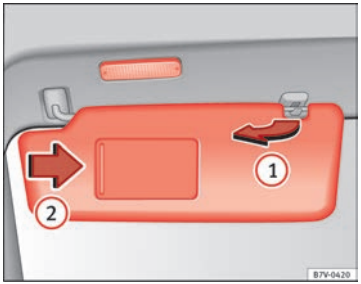

Fig. 68 Sun visor
- The sun visor can be pulled out of its mounting and turned towards the door ⇒ Fig. 68 (1).